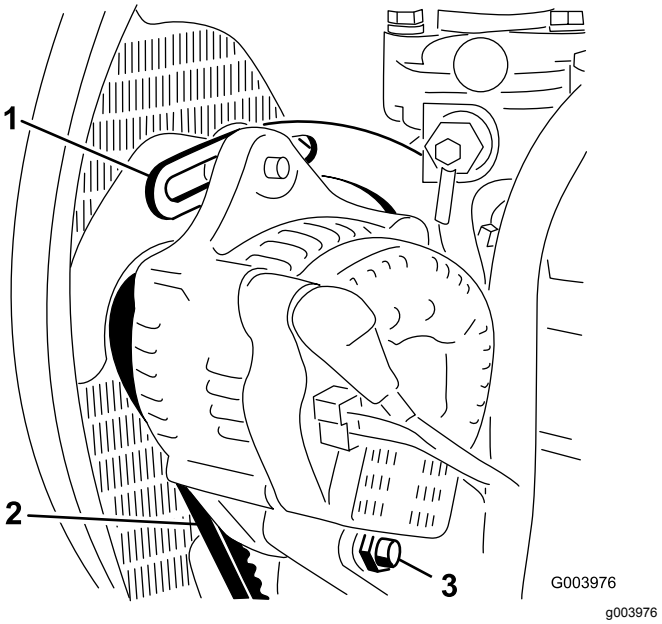

**Figur 71**
2. Kontroller spenningen ved å trykke ned remmen (Figur 71) midt mellom vekselstrømsgeneratoren og veivakselrullene med en kraft på 10 kg.
3. Løsne skruene som fester avstiveren til motoren (Figur 71), skruen som fester vekselstrømsgeneratoren til avstiveren og svingbolten.